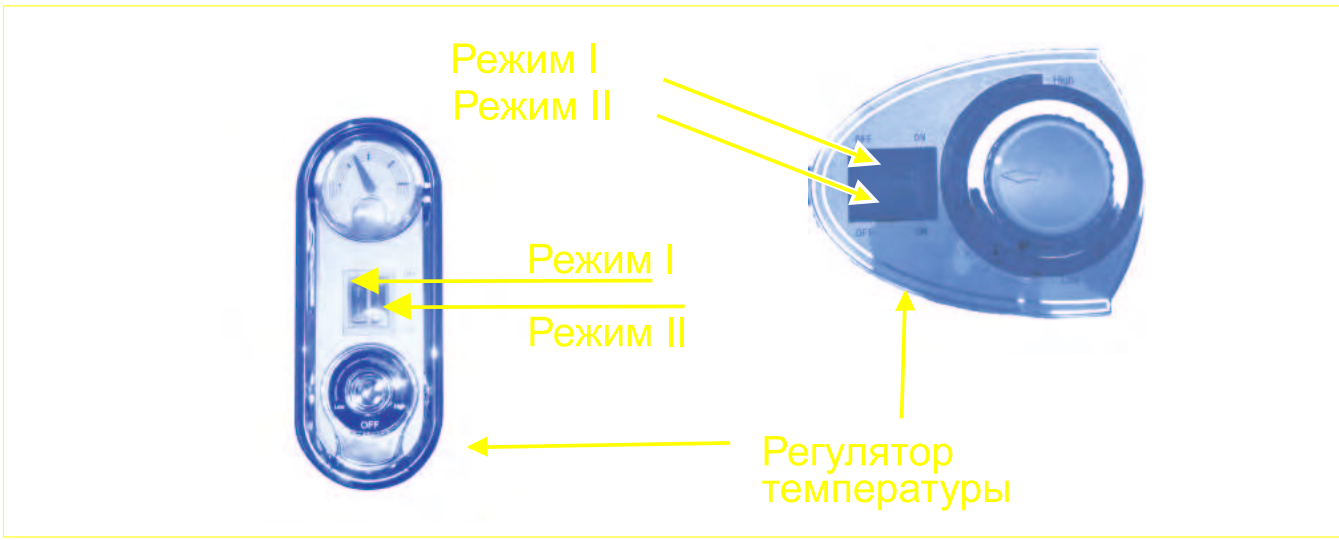

Рис. 3. Механическая панель управления
7.1. Модели с механическим управлением (Рис. 3)